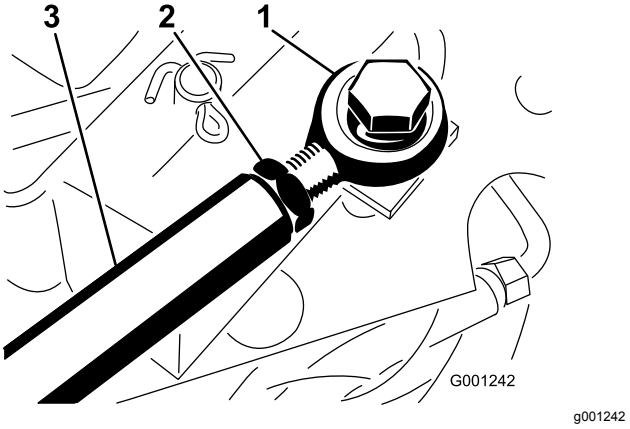

Figur 79
Hvis der ønskes yderligere justering, skal traktionsstangen (Figur 79) indstilles som følger:
2. Løsn kontramøtrikken, der holder stangenden fast på traktionsstangen (Figur 79).
4. Stram kontramøtrikken (Figur 79), og fastgør stangenden til traktionspedalen med den bolt og møtrik, du fjernede, for at låse fodpedalens vinkel.